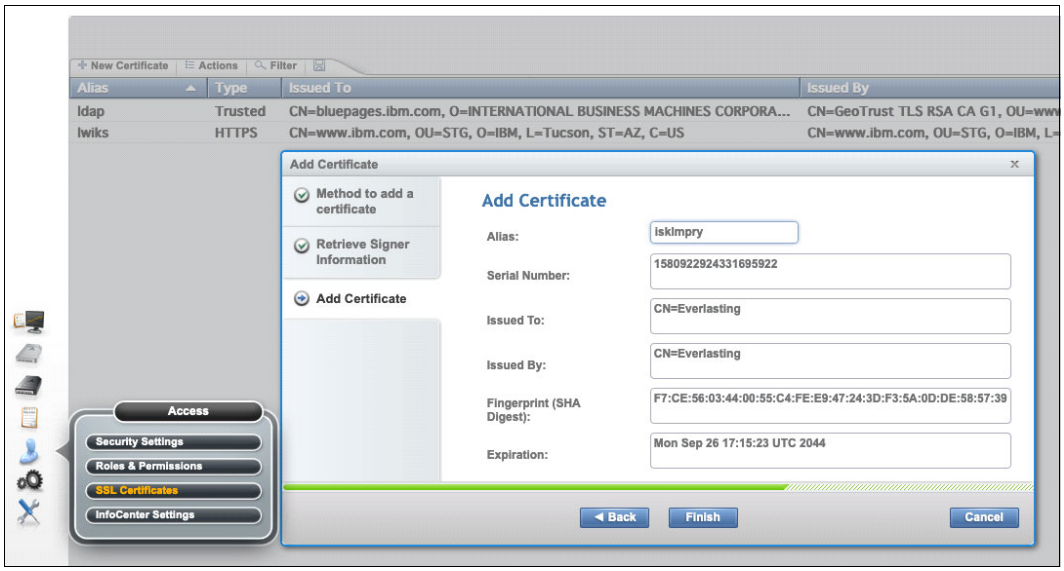

Figure J-10 Choosing an Alias for a retrieved certificate
4. If the connection to the server succeeds by using the provided information, the certificate is retrieved. Next, define an Alias to help you identify the retrieved certificate (see Figure J-10) into the TS7700 truststore. Click **Finish** to complete the process.